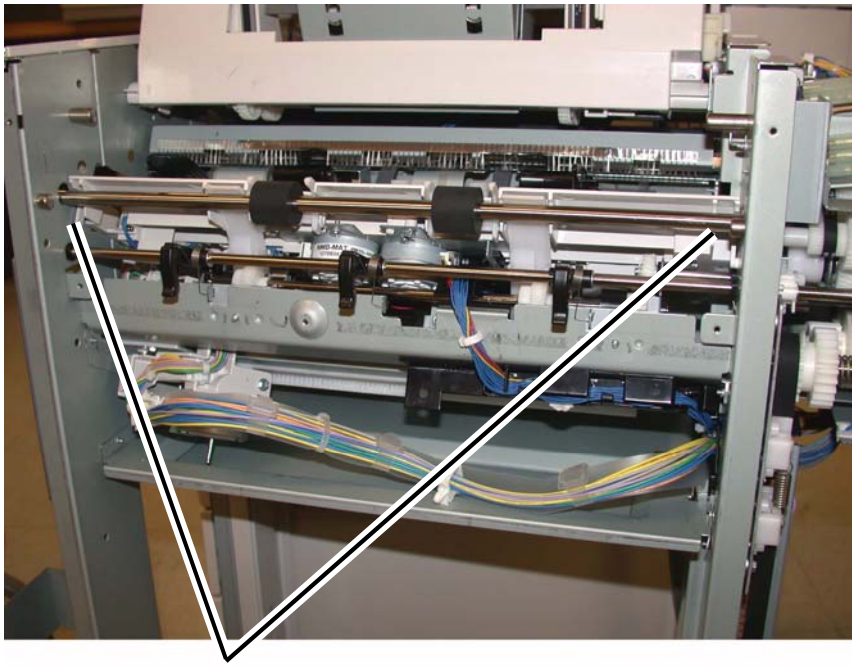

Figure 18 Preparing to install the Eject Roll Shaft
a. Place the Eject Roll Shaft into position in the front and rear frame (Figure 18).